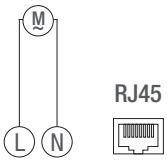

Abb. 6: Schaltbild
3. LAN-Modul gemäß Schaltbild (Abb. 6) anschließen.